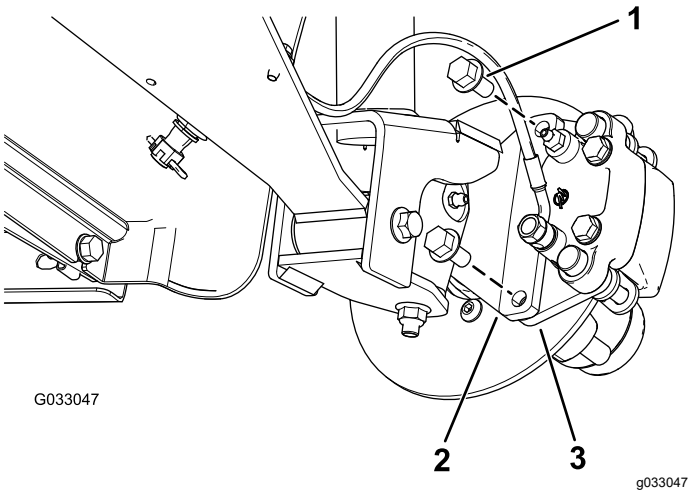
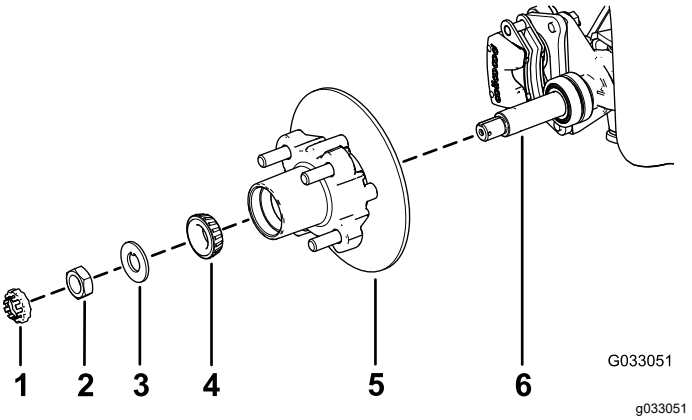

**Figuur 26**
**Figuur 30**
3. Verwijder de flenskopbouten (⅜" x ¾") waarmee de beugel voor de rem is bevestigd aan de as en verwijder de rem van de as (Figuur 26).
1. Breng een laagje van het aanbevolen smeermiddel aan op de as (Figuur 30).
2. Monteer de naaf en de rotor op de as met de rotor aan de binnenkant (Figuur 30).
3. Monteer het buitenste lager op de as en plaats het lager in de buitenste loopring (Figuur 30).
4. Monteer het borgplaatje op de as (Figuur 30).
5. Draai de asmoer op de as en zet de moer vast met een torsie van 15 N·m terwijl u de naaf draait om het lager te plaatsen (Figuur 30).
2. Lijn de remblokken aan beide zijden van de rotor (Figuur 26) en de openingen in de beugel van de remklauw uit met de openingen in de rembevestiging van het asframe (Figuur 30).
3. Bevestig de beugel van de remklauw aan het asframe (Figuur 26) met de 2 flenskopbouten (⅜" x ¾").